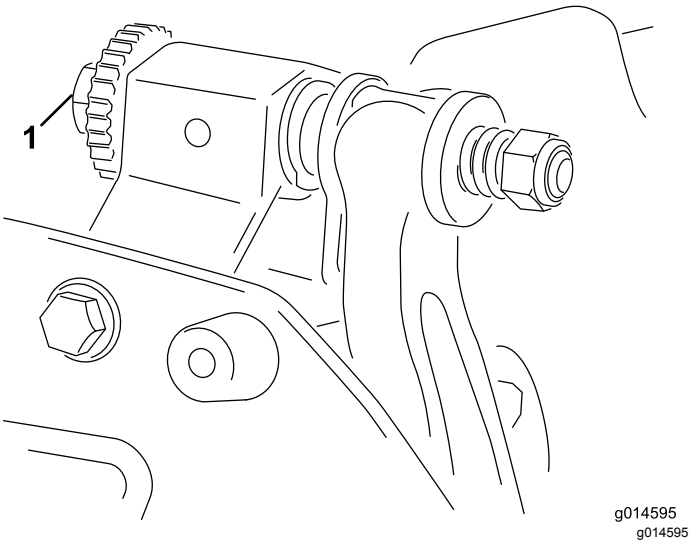

Figur 9
A. Drej bundtværstangens justeringsskruer i urets retning (Figur 9) 1 klik ad gangen, indtil du hører og mærker let kontakt.
6. Drej den højre bundtværstangs justeringsskrue (Figur 9), indtil du mærker et let tryk på afstandsstykket, når det bevæges fra side til side. Fjern afstandsstykket.